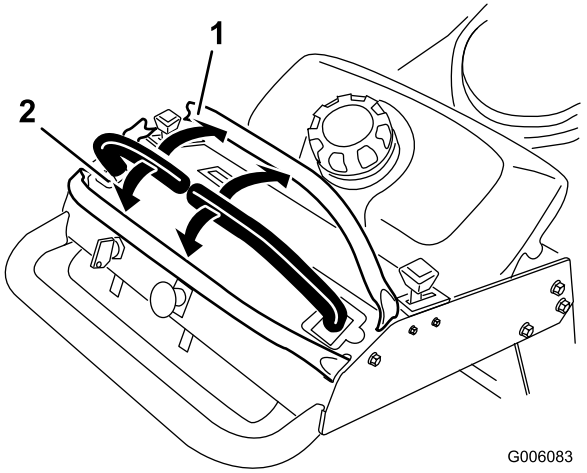

Figura 12
3. Para ir hacia adelante, empuje lentamente las palancas de control de movimiento hacia adelante (Figura 12).
Para ir recto, aplique la misma presión a ambas palancas de control de movimiento (Figura 12).
Para girar, mueva la palanca de control de movimiento hacia punto muerto en el sentido en el que desea girar (Figura 12).
2. Para ir hacia atrás, tire lentamente de las palancas de control de movimiento hacia atrás (Figura 12).
Para girar, deje de empujar la palanca de control de movimiento del lado al que desea girar (Figura 12).